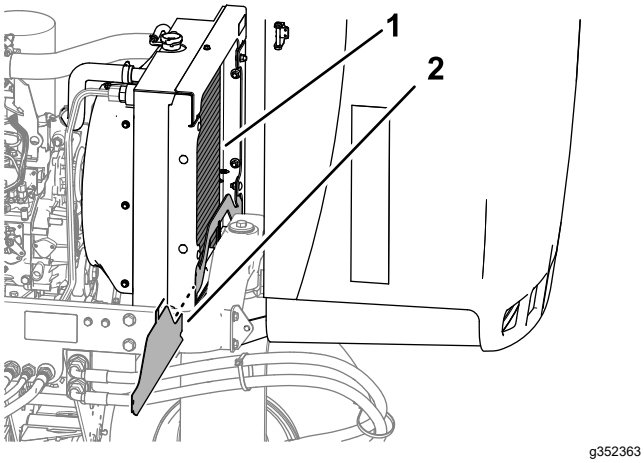

Figuur 82
4. Verwijder het onderste radiateurscherm (Figuur 82).
5. Reinig beide zijden van de omgeving van de radiateur grondig met water of perslucht (Figuur 82).